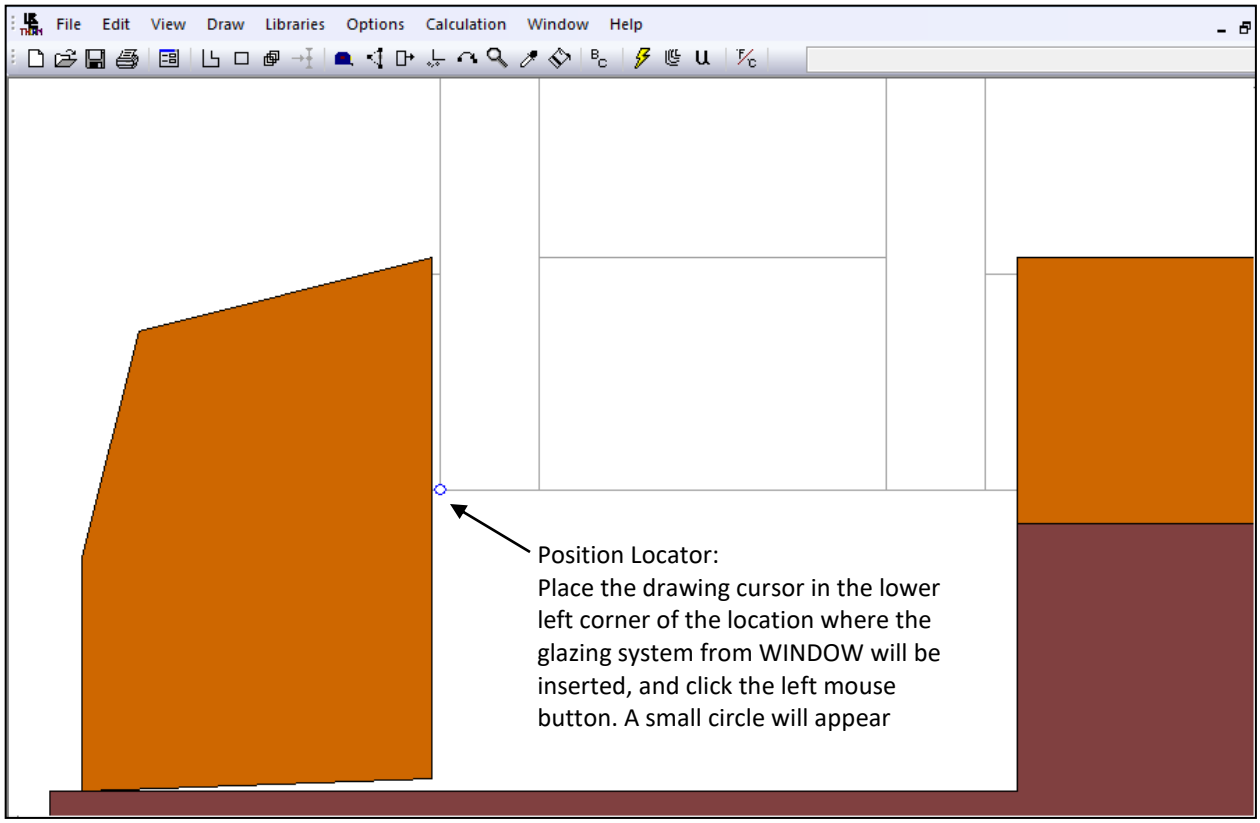

Figure 10-28. Position the locator where you want the lower left corner of the glazing system to be placed.
- Move the mouse cursor to the lower left corner where the glazing system is to be inserted, and click on the left mouse button. A small circle will appear indicating the position of the **Locator,** as shown in Figure 10-28. (If you are not using an underlay, first draw the glazing tape to the right of the exterior stop, to serve as a guide for placing the **Locator**.)